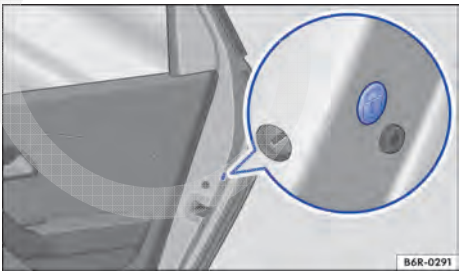

Fig. 156 Na porta traseira: travamento de emergência, coberto por uma vedação de borracha.
– Remover a vedação de borracha na lateral da porta. A vedação está identificada por um cadeado → Fig. 156.